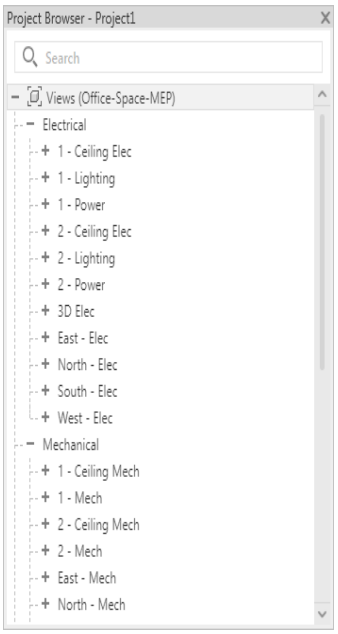

Figure 2-33 *The* ***Project Browser*** *displaying the settings specified in the* ***Office-Space-MEP*** *browser organization*
9. In the **View** tab of the **Browser Organization** dialog box, select the **Office-Space-MEP** check box. Now, choose the **Apply** button and then the **OK** button; the dialog box is closed and the specified settings are applied to the **Project Browser**, refer to Figure 2-33.